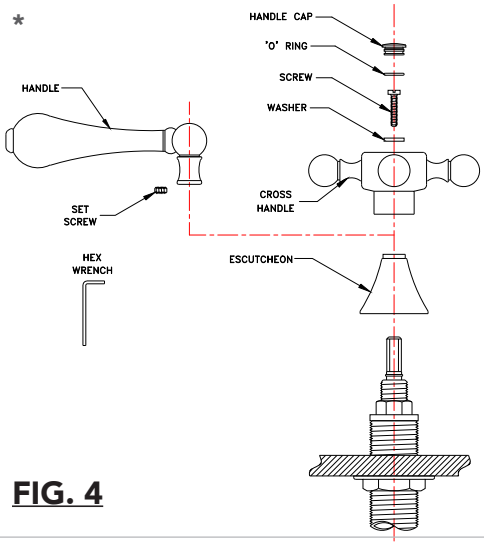

FIG. 4
7. Install handle. **See Fig. 4**
1. Handle trim **T678, T676, and T692** install with top screw into top of valve shaft, **Fig.4**